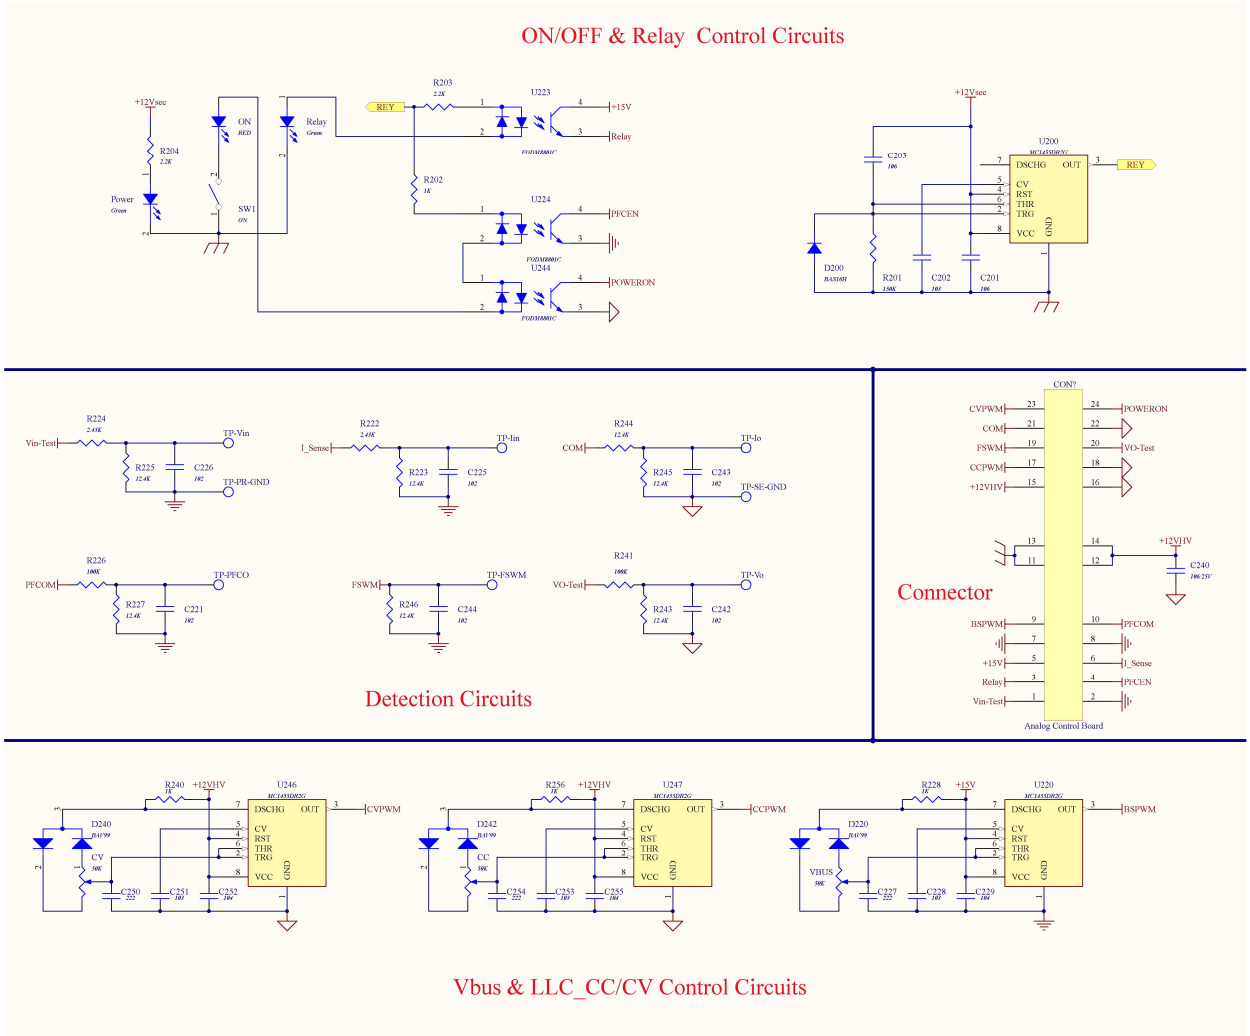

Figure 8. Schematic of the Manual Control Interface Board
In this design, we put the interface circuits on an add−on board for the flexibility. The features of the full function interface board could include the (1) Can communication with the BMS system to report the information like: Input voltage, Input current, Output voltage, Output current, Bus voltage, Output miss−connection, Temperature of the key components. (2) Can communication with the BMS to receive the following command: Power−up, Output voltage, Output current, Power off. (3) Output the CC, CV PWM signals and the power−on and relay−on signals to the main board. (4) Setting the Bus voltage according to the Vin, Vo and LLC switching frequency to get the maximum system efficiency. (5) Connect to Strata Developer Studio for evaluate the solution easily. But, the full function interface board is not ready so far. We use a simple manual control board instead of the full function one. Figure 8 show the schematic of the manual control interface board.